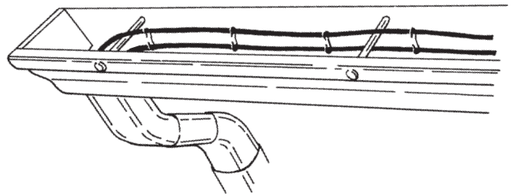
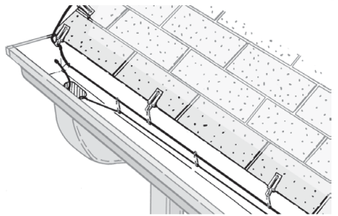

Figura 20a. Cable de ida y vuelta en canalones – solamente (canalones con remaches)
Figura 20b. Cable de ida y vuelta en canalones - solamente (canalones sin remaches internos)
- Si instala únicamente el cable en los canalones a causa de la acumulación de hielo, utilice un cable de "ida y vuelta" en los canalones y en las bajadas de agua. La Figura 20a muestra un canalón instalado con remaches. Corra el cable por encima y por debajo de los remaches del canalón manteniéndolo alejado del fondo. Se debe fijar un espaciador cada 12 pulgadas (30 cm). La Figura 20b muestra un canalón sin remaches internos. Utilice pinzas y espaciadores para mantener el cable lejos del fondo del canalón. Se debe sujetar el cable con pinzas cada 3 pies (95 cm) a lo largo del techo.